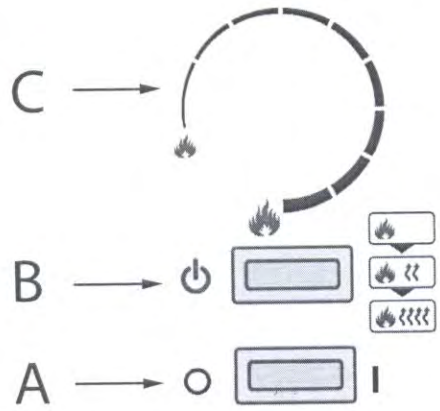

Fig.2
(См. Fig.2)
Кнопка А (см. Fig.2) на панели управления должна быть в положении включено (I). На ПДУ есть 3 кнопки. (См. Fig.7)